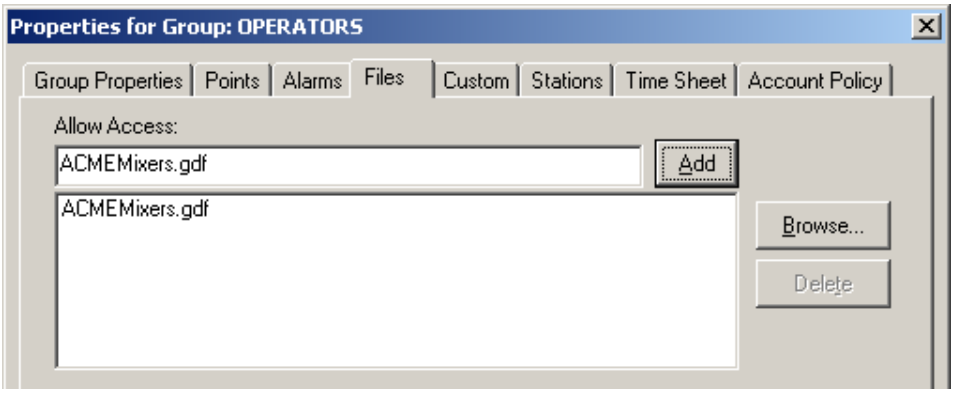

Figure L16.12 - Granting Display Access to the OPERATORS Group
4. Select the Files tab. Enter "ACMEMixers.gdf" (without quotes) in the Allow Access list as shown in Figure L16.12, and click on "Add" to provide access permissions to this display when a user from the OPERATORS group is logged on to the system.